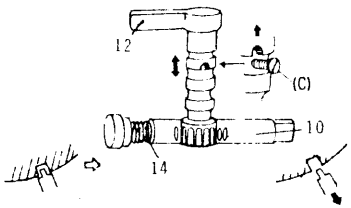

Fig. 7
4. In the indexing procedures, first lay down the clamp handle**06** to the left, unclamp the table, pull the pinion handle **12** toward yourself, and remove the index pin **10** from its position (groove). Then press the handle **12** downward (Figure 7 on Page 4).